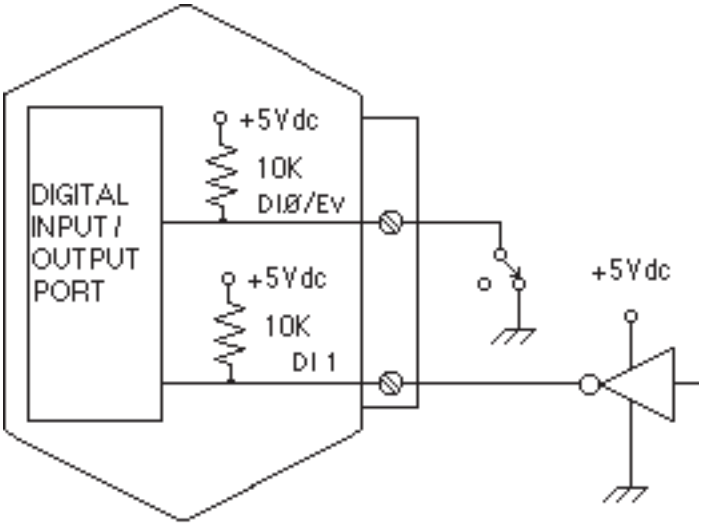

Figure 6.3 Digital Inputs
Digital inputs are used to sense switch closures and the state of digital signals. The inputs are protected to voltages up to ±30V and are normally pulled up to the logic “1” condition (see Figure 6.3). Digital inputs can be read by the Digital Input (DI) command. Voltage inputs less than 1 V are read back as ‘0’. Signals greater than 3.5 V are read as ‘1’. No other commands have any affect on the inputs.